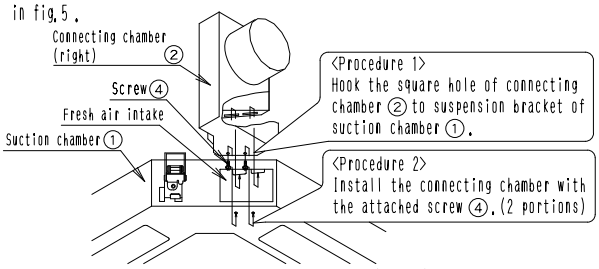

fig.5 Installation of the connecting chamber(right)
3. Tighten 2hexahead screws located beneath the lutches until the thickness of the sealing material of chamber reduces to 5~8mm. (fig.4) (fig.5)
1. Install the Connecting chamber(right & left)in accordance with the procedure shown in fig.5.